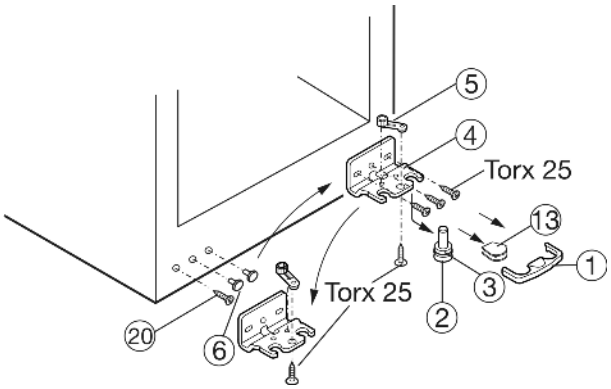

Fig. 4
- ▶ Pojistku *Fig. 4 (1)* stáhněte dopředu.
- ▶ Kryt *Fig. 4 (13)* stáhněte.*
- ▶ Ložiskový čep *Fig. 4 (2)* vytáhněte dolů a dopředu. Přitom je třeba dávat pozor na pouzdro závěsu *Fig. 4 (3)*.
- ▶ Odšroubujte stojan ložiska *Fig. 4 (4)*.
- ▶ Odšroubujte díl ložiska *Fig. 4 (5)* a přemístěte jej do protilehlého upínacího otvoru stojanu ložiska, pak ho znovu pevně přišroubujte.
- ▶ Sejměte opatrně zátky *Fig. 4 (6)* na straně madla a opět je nasaďte na protilehlé straně.
- ▶ Šroub *Fig. 4 (20)* vyšroubujte a opět ho nasaďte na protilehlé straně.
- ▶ Stojan ložiska *Fig. 4 (4)* na nové straně závěsu zase příp. přišroubujte pomocí akumulátorového šroubováku **(s 4 Nm)**.
- Přístroj zase lehce nahněte dozadu a vložte opět ložiskový čep *Fig. 4 (2)* s pouzdrem závěsu *Fig. 4 (3)*. Zářez na ložiskovém čepu musí směřovat dopředu.
- Kryt *Fig. 4 (13)* nasaďte na protilehlé straně.*
- Dveře případně pomocí obou podélných otvorů ve stojanu ložiska *Fig. 4 (4)* vyrovnejte tak, aby lícovaly se skříní přístroje. Vyšroubujte prostřední šroub.